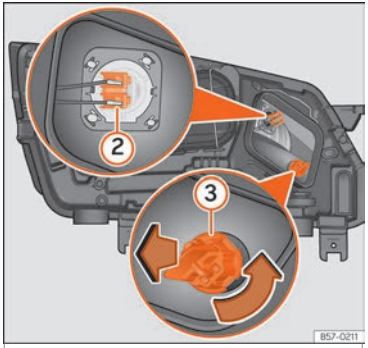

Abb. 58 Im Motorraum: Glühlampe Fernlicht ② und Glühlampe Blinker ③.
- Drücken Sie den Stecker ››› **Abb. 58** ② seitlich nach links oder rechts und ziehen Sie.
- Drehen Sie den Lampenträger ››› **Abb. 58** ③ nach links und ziehen Sie.